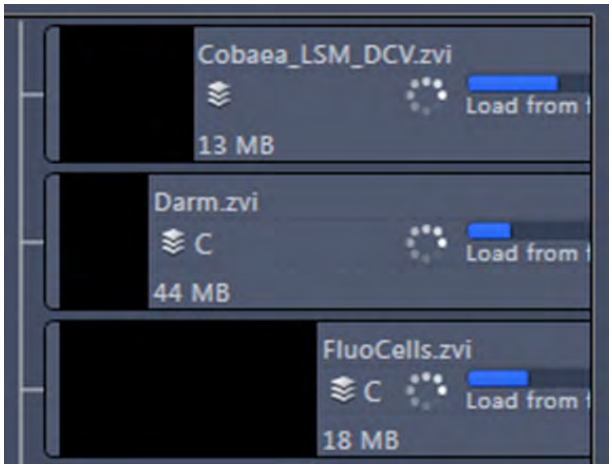

Fig. 767 Image progress bar
– A progress bar (Fig. 767) is shown for each image facilitating the overview if e.g. many processing function are running at the same time.